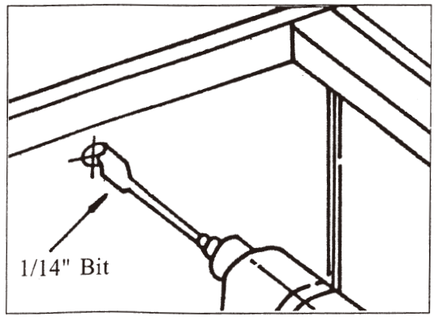

Fig. 10 Drill an access hole for electrical power line
5. On the cabinet, mark the position of the access hole through which the power supply cord will go. Drill the access hole with a 1-1/14" bit on your drill. (Fig. 10)